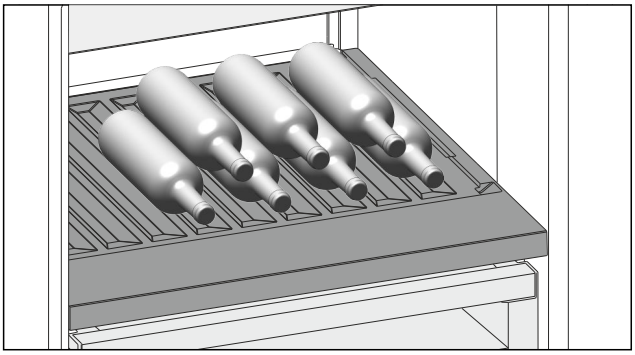

Fig. 189 Immagine a titolo di esempio
▶ Inserire le bottiglie con il fondo rivolto verso la parte posteriore. (vedere Fig. 189)